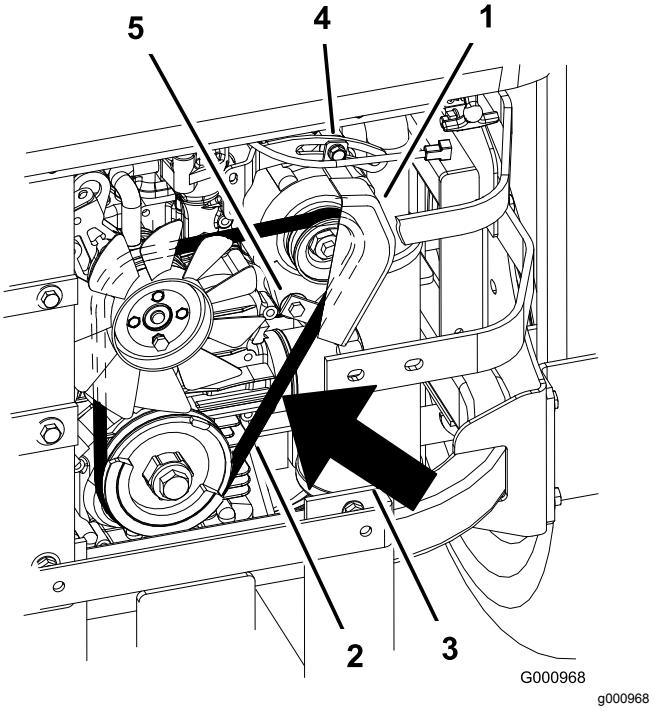

Figur 74
2. Juster generatoren til utsiden helt til det er 7 til 9 mm avbøyning i remmen mellom motoren og generatorens remskiver med 98,3 N styrke (Figur 74).
5. Hvis svikten er korrekt, strammer du øvre og nedre bolt (Figur 74).